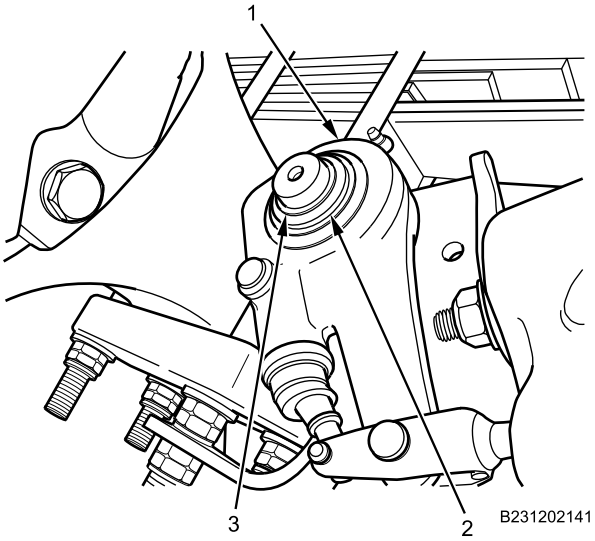

Figure 1. Snapring Removal.
1. Remove snapring (Figure 1, Item 3) and washers (Figure 1, Item 2) from slack adjuster assembly (Figure 1, Item 1).
2. Remove slack adjuster assembly (Figure 1, Item 1) from brake S-camshaft.